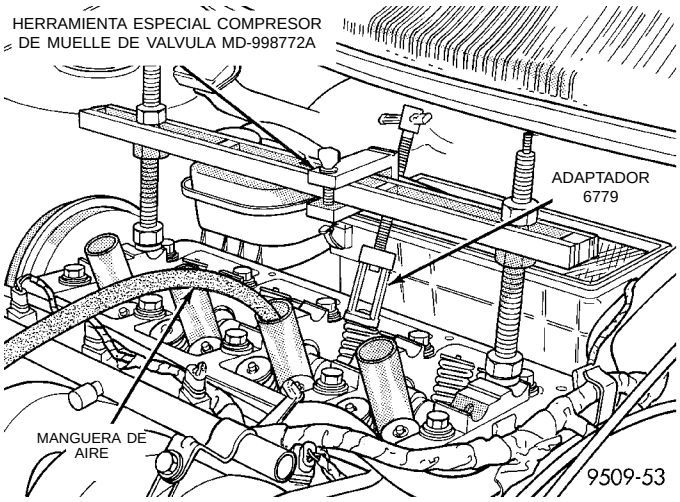
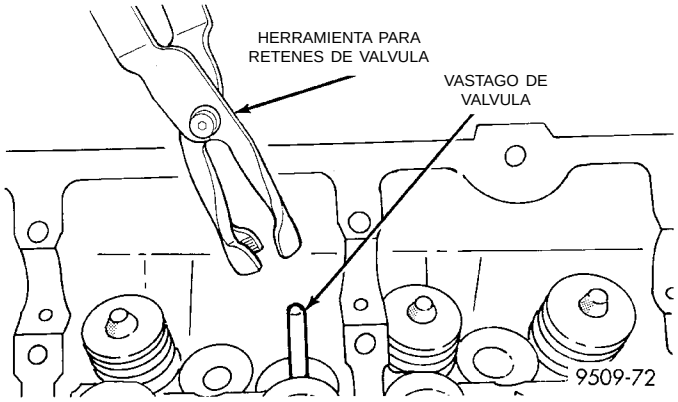

Fig. 29 Desmontaje e instalación del muelle de válvula
Fig. 30 Herramienta para retén de aceite del vástago de válvula
(1) Retire los conjuntos de ejes de balancín, tal como se describió anteriormente en esta sección.
(2) Haga girar el cigüeñal hasta que el pistón llegue a la compresión de PMS.
(3) Con la manguera de aire conectada al adaptador instalado en el orificio de bujías, aplique 620-827 kPa (90-120 psi) de presión de aire.
(4) Utilice la Herramienta especial MD-998772A con el adaptador 6779 (Fig. 29) y oprima los muelles de válvula y retire los seguros de válvula.
(5) Retire el muelle de válvula.
(6) Retire el retén del vástago de válvula, con la herramienta pertinente (Fig. 30).